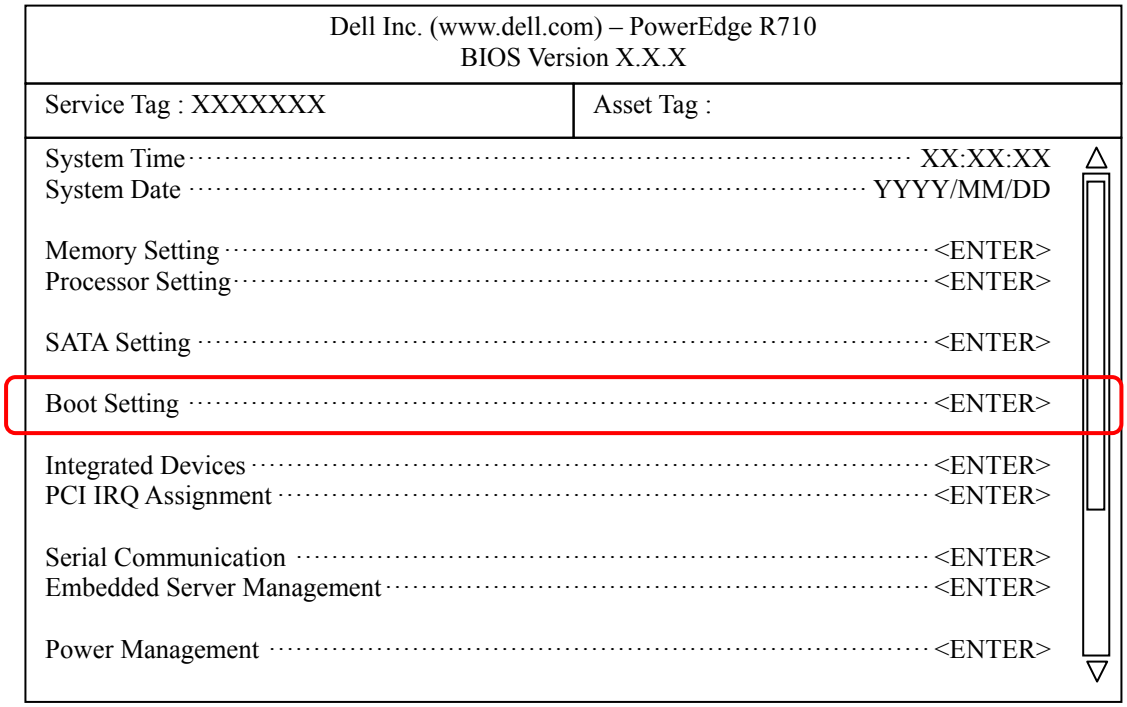

Figure B.2.3-3 BIOS Setup Utility window
(7) The BIOS setup utility window is displayed as shown in Figure B.2.3-3.